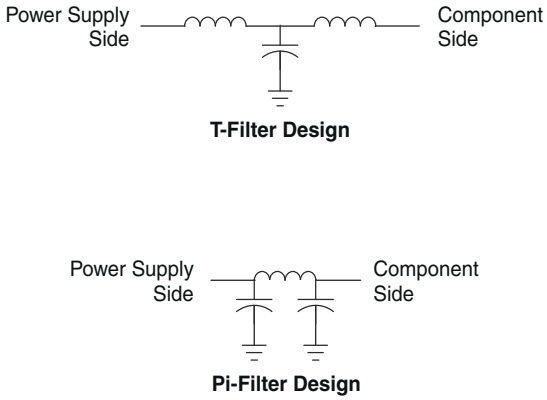

Figure 9-12. Filter Designs
- When designing filters associated with power distribution, the power supply is a low impedance source and the device power terminals are a low impedance load. The best filter for this application is a T filter. See Figure 9-12 for a T-filter circuit. Some system may require this type of filter design if the power supplies or nearby components are exceptionally noisy. This type of filter design is recommended if a significant amount of low frequency noise, frequencies less than 10 MHz, is present in a system.
- For most applications a Pi filter will be adequate. See Figure 9-12 for a Pi-filter circuit. When implementing a Pi filter, the two capacitors and the inductor must be located next to each other on the circuit board and must be connected together with wide low impedance traces. Capacitor ground connections must be short and low impedance.
Figure 9-12 illustrates two different filter designs that may be used with the XIO2001 to provide lownoise power to critical power pins.